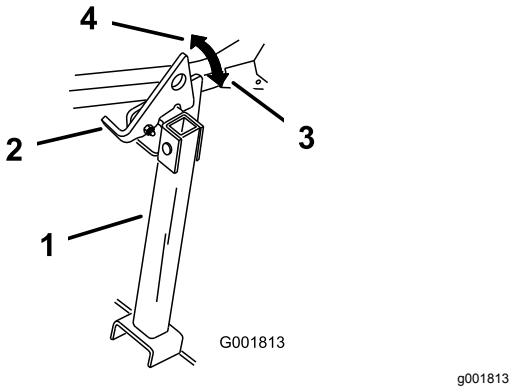

Figuur 42
2. Zet de vergrendeling omhoog in de ontgrendelde stand (Figuur 42).